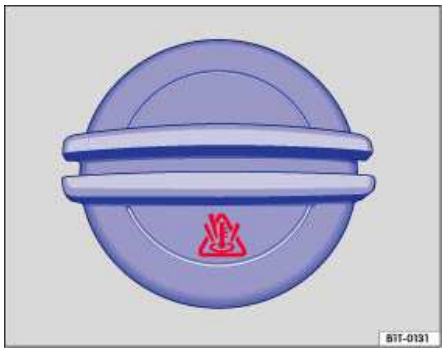

**Fig. 167** Coolant expansion tank cap in the engine compartment.
- There is a symbol on the cap of the engine coolant expansion tank ⇒ fig. 167.